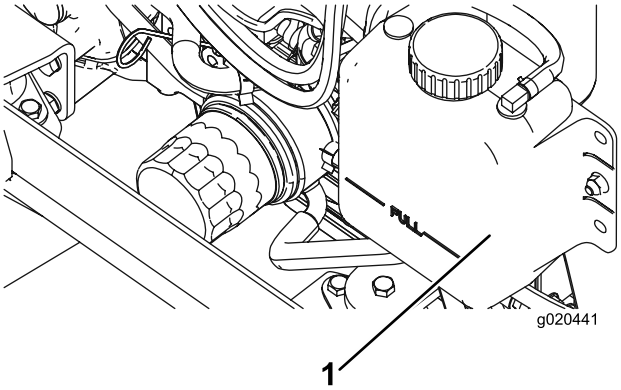

Figuur 11
1. Verwijder voorzichtig de doppen van de radiateur en de expansietank (Figuur 11).